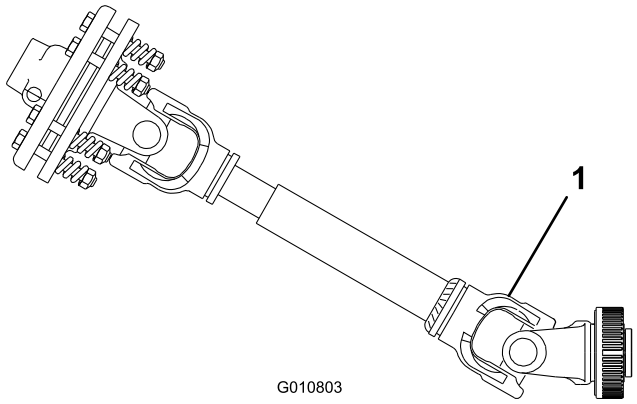

**Figur 11**
**Viktigt: När kraftuttaget ansluts är det viktigt att se till att luftaren inte höjs upp mer än nödvändigt. Om maskinen höjs upp för mycket kan kraftuttagets axelleder gå av (Figur 11). Kraftuttaget får inte fortsätta att vridas när luftaren är upphöjd. Kraftuttaget kan användas med en vinkel på upp till 25°. Dess vinkel får aldrig överstiga 35° när luftaren är maximalt upphöjd eftersom axeln då kan skadas allvarligt.**